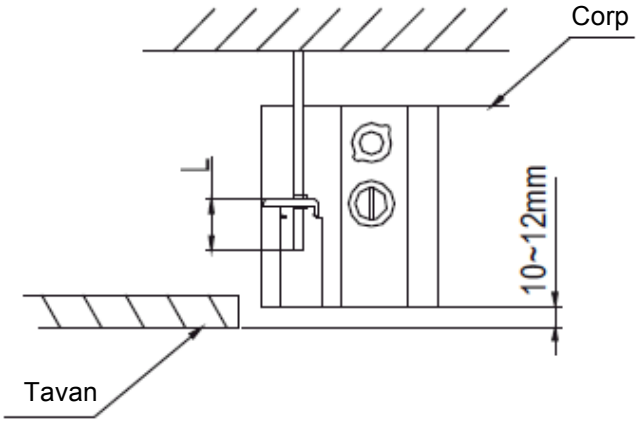

Fig.1-4
- Ajustați poziția pentru a vă asigura că spațiul dintre corp și cele patru părți ale tavanului sunt egale. Partea de jos a corpului trebuie să intre în tavan cu 10-12mm. (Consultați Fig. 1-4)
- În general, L este egală cu jumătate din lungimea cârligului de instalare. (Consultați Fig. 1-4)